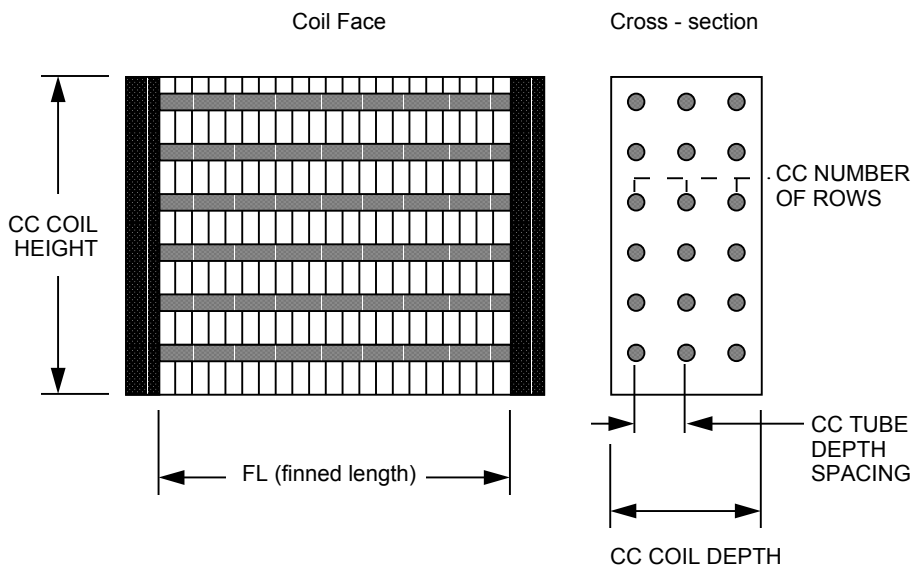

Figure 56. Geometry of a Cooling Coil (CC)
The distance (m) from the front of the coil to the back of the coil in the airflow direction. Also called the fin depth. Illustrated in the figure (Figure 56. Geometry of a Cooling Coil (CC)).